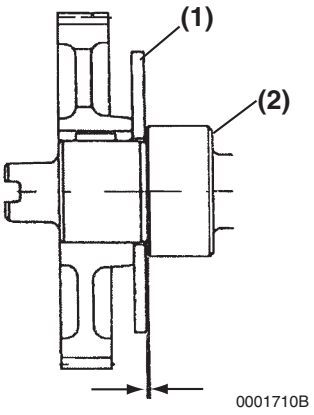

Figure 6-47
- **Method B:** Use a feeler gauge to measure the clearance between the thrust plate **(Figure 6-47, (1))** and front camshaft bearing **(Figure 6-47, (2))**. Record the measurement. *See Thrust Bearing on page 6-9 for the service limit.*